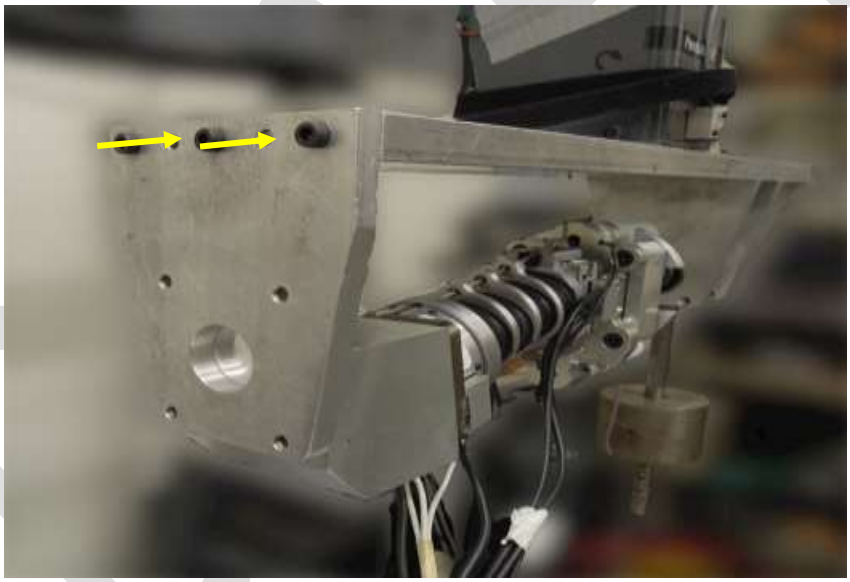

Figure 3-22. Alignment of locator pins with end plate of neck torsion fixture.
3.7.1.8 Install the neck into the fixture by aligning the locator pins on the end plate assembly into the end of the torsion fixture top plate (Figure 3-22). Orient the neck so that the rear spring tower faces the ground.